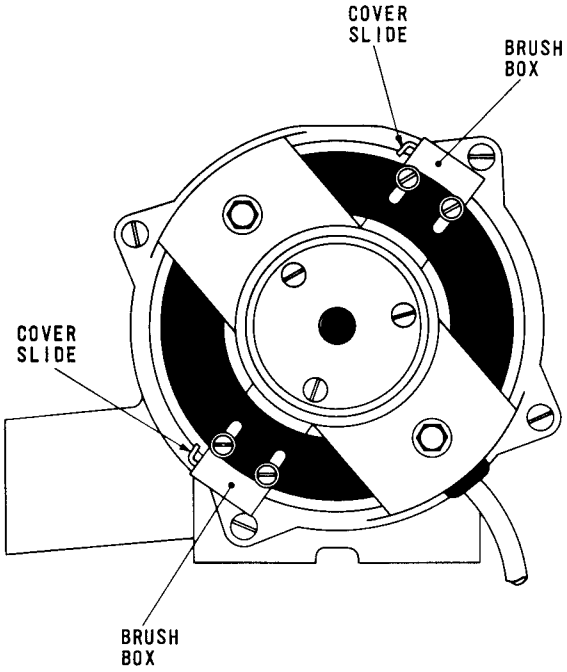

Fig. 3.2 GOVERNED MOTOR — LEFT-HAND END
| Fig.3.2 | Governed Motor - Left-Hand End |
3.6 Remove the motor from the machine main base in the manner recommended in Part 5, page 3. Take off the cover over the commutator end of the motor, exposing the commutator and brushes. Examine the length of the brushes as seen through the slot in the side faces of the brush boxes, Fig. 3.2, and note whether any coils of the brush springs can be seen. If so, fit a new brush and spring assembly in the following manner.
4.8 Examine the length of the brushes as seen through the slot in the side faces of the brush boxes, Fig. 3.2, and note whether any coils of the brush springs can be seen. If so, fit a new brush and spring assembly as described in paragraphs 3.6(a) to (c) above.